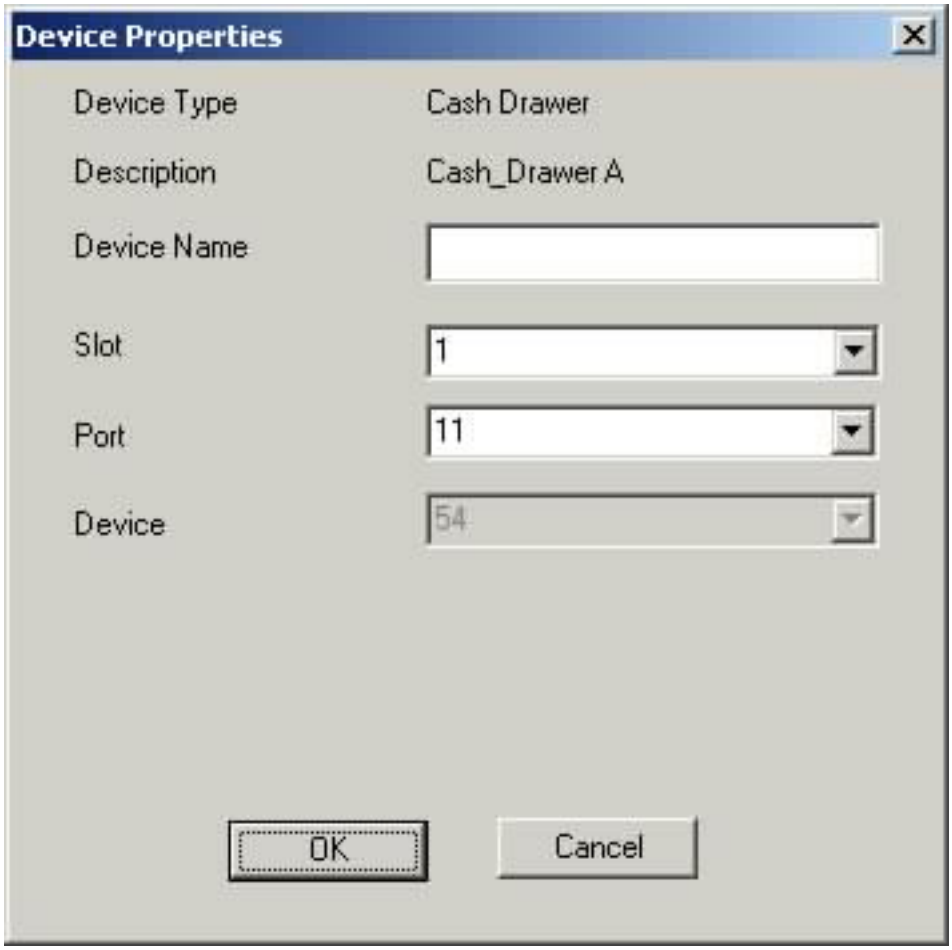

Figure 7. Device properties dialog
2. Clicking the button displays a configuration dialog (see Figure 7 on page 38). The dialog differs depending on the POS Terminal type and the device type. Figure 7 on page 38 shows the configuration dialog for a RS-485 device. The slot, port, and device number are displayed. The device number is disabled because that number is specific to the type of device, and changing it could change the device type. The configuration utility only lists some of the more common slot and port settings, but these can be modified for configuration on other POS terminals or feature cards. The supported options are listed in the combo boxes for the fields.